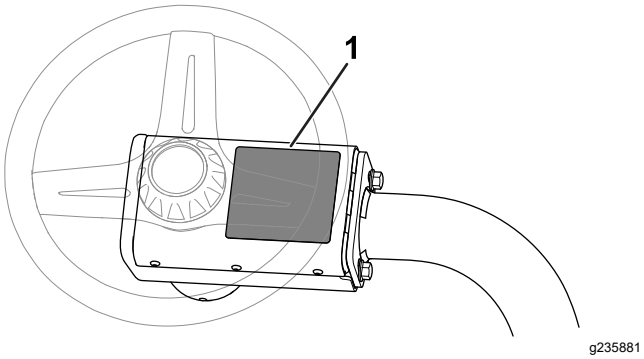

Figuur 13
- Breng de CE-waarschuwingssticker (onderdeelnummer 136-8505) aan over de aanwezige waarschuwingssticker (onderdeelnummer 136-8506); zie Figuur 13.